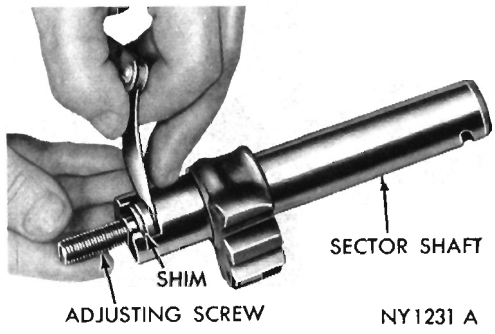

Fig. 12—Measuring Cross Shaft Adjusting Screw End Clearance
(31) After adjusting preload, tighten bearing adjuster lock nut, and retest to be sure preload remains between 1-1/8 and 4-1/2 inch-pounds.
(32) Before installing cross shaft, pack wormshaft cavities in housing above and below the ball nut with steering gear lubricant. Use steering gear lubricant whenever possible, but if not available, a good grade of multi-purpose lubricant may be used. Do not use gear oil. When gear is properly packed with steering gear lubricant it will contain eleven fluid ounces of lubricant, and level of lubricant will be at top of worm.
(33) Slide cross shaft adjusting screw and shim into slot in end of shaft.
(34) Test end clearance (Fig. 12). The screw must be free to turn with zero to .004 inch end play. Three different thickness shims are available to obtain specified clearance.
(35) Start cross shaft and adjuster screw into bearing in housing cover. Then, using a screw driver through hole in cover, turn screw counterclockwise to pull shaft into cover.
(36) Install adjusting screw lock nut, but do not tighten at this time.
(37) Rotate wormshaft to centralize ball nut.
(38) Place new cover gasket on housing cover.